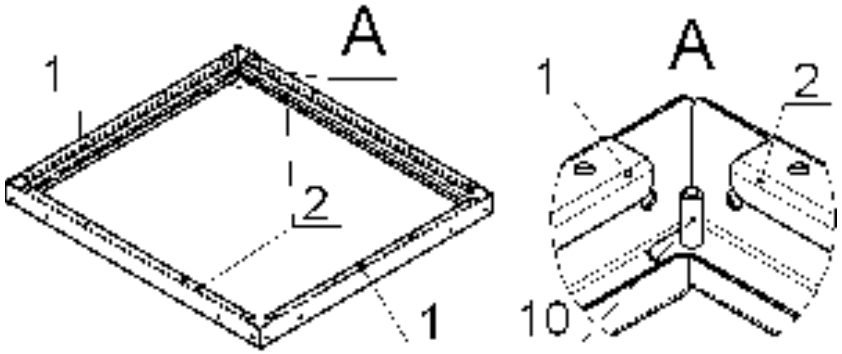

Рис.2
2. На болты, сверху, установить профили лицевые, верхние (683мм), поз.2, как показано на рис.2.